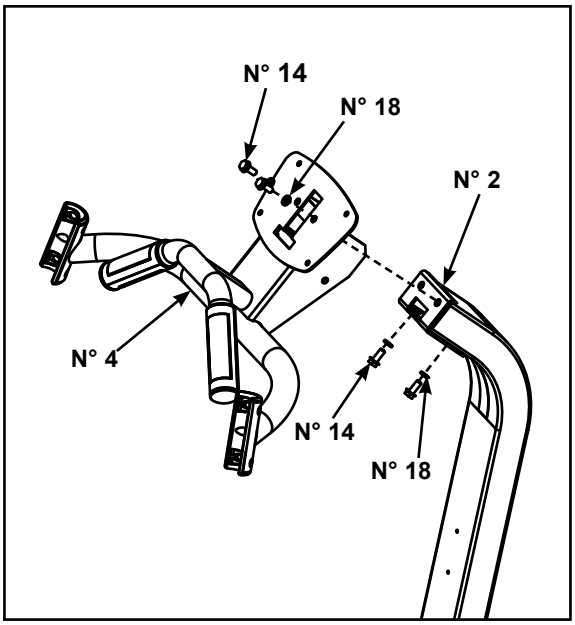

Figure 6
A. Repérez la poignée (n° 4) de l'afficheur, les quatre vis 5/16-18 X 0,75 (n° 14) et les quatre rondelles de 5/16 po (n° 18). Reportez-vous à la figure 6.